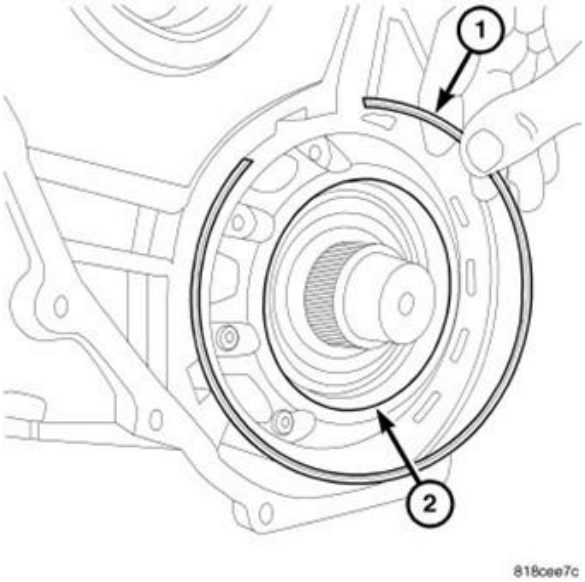

Figure 25 – Snap Ring
37. Remove and **DISCARD** the snap ring (1) at the underdrive compounder assembly (2) (Figure 25).